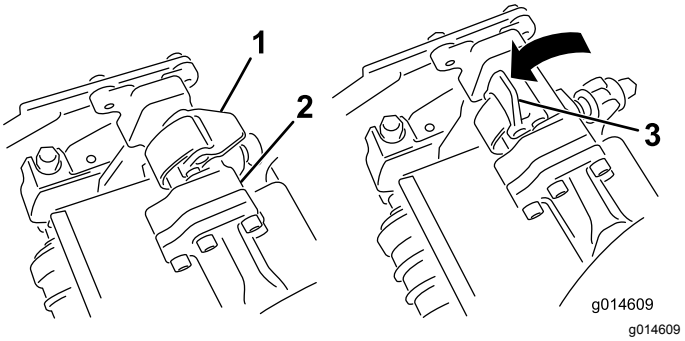
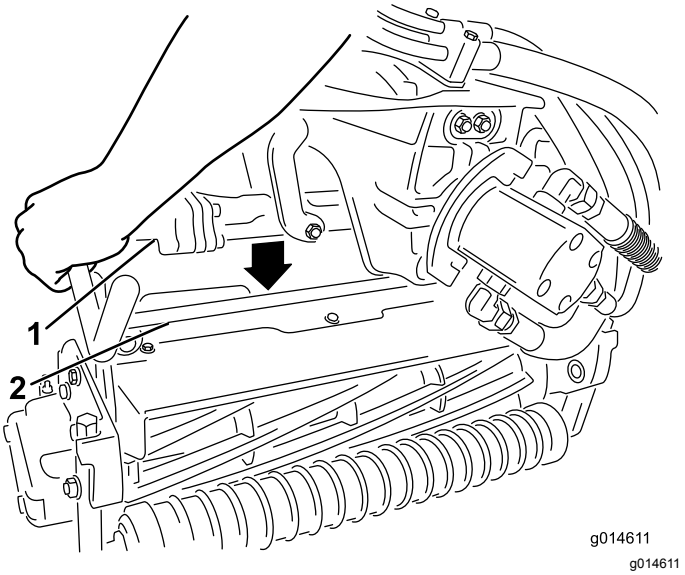

Rysunek 42
Rysunek 43
3. Gdy zapadki na pręcie ramienia podwieszonego skierowane są ku górze (tzn. gdy są otwarte) (Rysunek 42), popchnij ramię podwieszone w dół, tak aby pręt dopasował się do innego pręta w górnej części zespołu tnącego (Rysunek 43).
4. Zamknij zapadki wokół pręta zespołu tnącego, a następnie zablokuj je na swoim miejscu(Rysunek 42).
4. Otwórz zapadki na pręcie ramienia podwieszonego demontowanego zespołu tnącego (Rysunek 42).